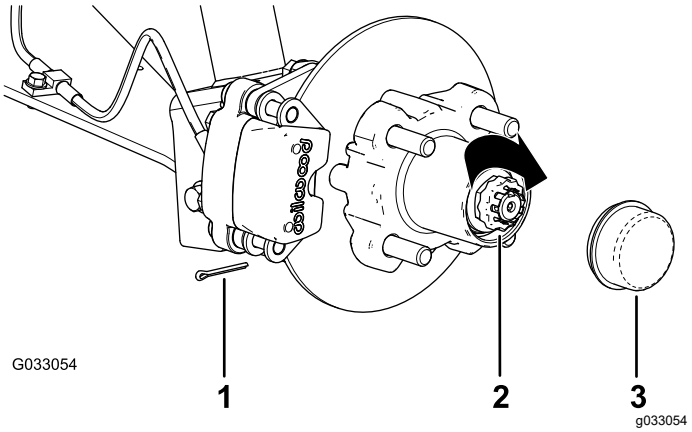

Figura 30
8. Coloque el retén sobre la tuerca y compruebe la alineación de la ranura del retén y el taladro de la chaveta del eje (Figura 30).
9. Instale la chaveta y doble las patas alrededor del retén (Figura 30).
10. Instale el tapón guardapolvo sobre el cubo (Figura 30).